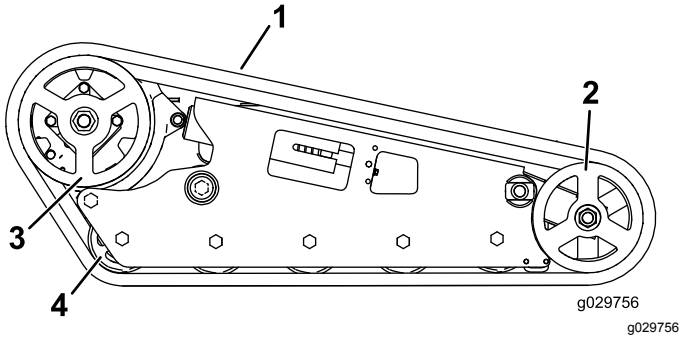

**Rysunek 56**
***Ważne:*** **Pamiętaj o dokładnym oczyszczeniu kół jezdnych, koła przedniego oraz koła napędowego (Rysunek 56). Po oczyszczeniu koła jezdne powinny swobodnie się obracać.**